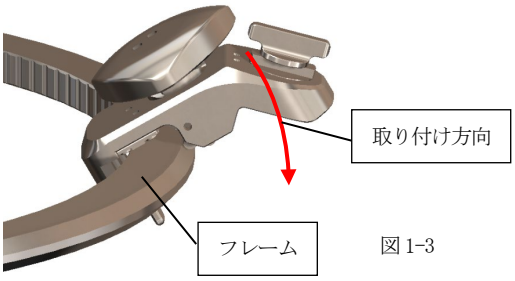

図 1-3
(1)-3 レトラクタースライドアジャスターⅡをフレームに被せて取り付けてください。(図 1-3)